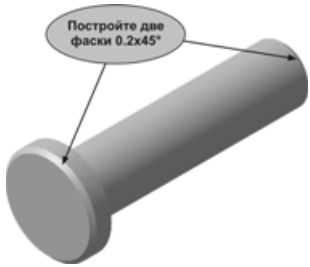

Рис. 7.89
- Откройте в папке Вилка деталь **Заклепка**. Установите для детали вариант отображения **Полутоновое**, ориентацию **Изометрия XYZ** и максимальную точность отображения (рис. 7.89). Назначьте для детали материал: латунь **Л63 ГОСТ 15527-70**. На торцевых гранях детали постройте две фаски размером 0.2x45°.